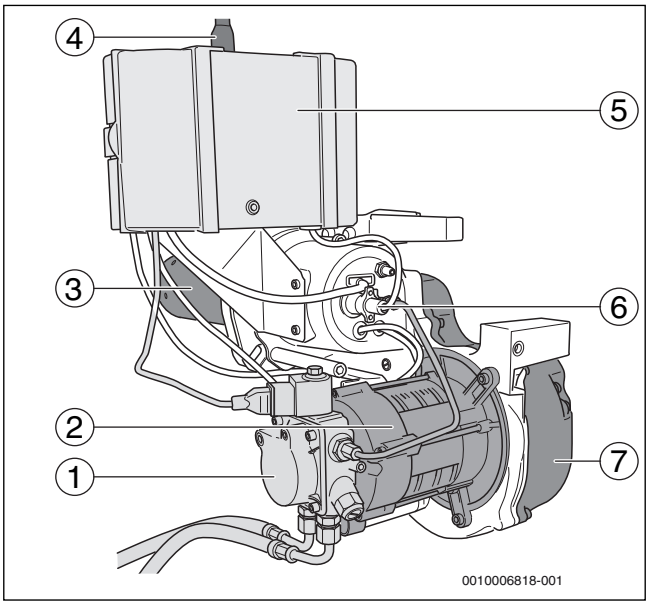

*Bild 1 Brenner BE 1.3 und 2.3*
- Ölpumpe mit Magnetventil und Ölanschlussschläuchen (→ Bild 1, [1])
- Brennermotor (→ Bild 1, [2])
- Brennerrohr (→ Bild 1, [3])
- Digitaler Feuerungsautomat SAFe30 mit Entstörtaster (→ Bild 1, [5])
- Flammenfühler (→ Bild 1, [6])
- Gebläse (→ Bild 1, [7])
Der Brenner (→ Bild 1) ist über einen Netzstecker (→ Bild 1, [4]) angeschlossen und über eine Kommunikationsleitung mit dem Regelgerät verbunden.